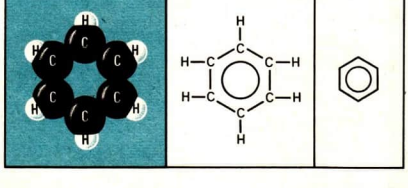

Abb. 101 Modell und Strukturformel des Benzenmoleküls
Die Strukturformel nach *Kekulé* half, viele chemische Reaktionen des Benzens zu erklären. Nach Kenntnis dieser Formel war es möglich, neue, bisher unbekannte chemische Reaktionen des Benzens vorauszusagen und gezielt zu untersuchen. Auch heute wird diese Formel noch verwendet. Nach dieser Formel müßte Benzen auch sehr leicht Additionsreaktionen mit Brom eingehen. Das ist jedoch nicht der Fall (/ Experiment 78). Neuere Untersuchungen haben gezeigt, daß in Benzenmolekülen jedes Kohlenstoffatom mit den benachbarten durch eine Einfachbindung verbunden ist. Einfachbindungen bestehen auch zwischen den Kohlenstoffatomen und je einem Wasserstoffatom. Jedes Kohlenstoffatom ist also durch 3 Einfachbindungen mit benachbarten Atomen verbunden. Jedes Kohlenstoffatom besitzt aber 4 Außenelektronen, mit denen es sich an Atombindungen beteiligen kann. Im Benzenmolekül sind folglich 6 Außenelektronen nicht zu Elektronenparen vereint. Diese 6 Elektronen bilden eine Elektronenanordnung, die stabiler ist, als es 3 Doppelbindungen im Molekül sein könnten. Damit ist auch erklärt, warum unter bestimmten Bedingungen zwischen Benzen und Brom leichter eine Substitutionsreaktion abläuft als eine Additionsreaktion. Das folgende Molekülmodell und die daraus abgeleitete Strukturformel kennzeichnen die räumliche Anordnung der Atome und die Struktur der Benzenmoleküle besser als die Formel nach Kekulé (Abb. 101). ①